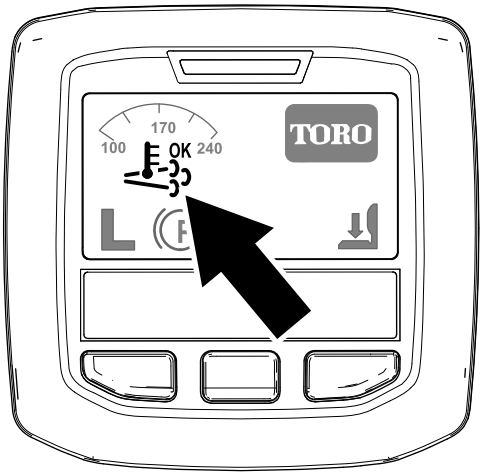

Figur 38
- Symbolen för stöd-/återställningsregenerering visas i InfoCenter (Figur 38).